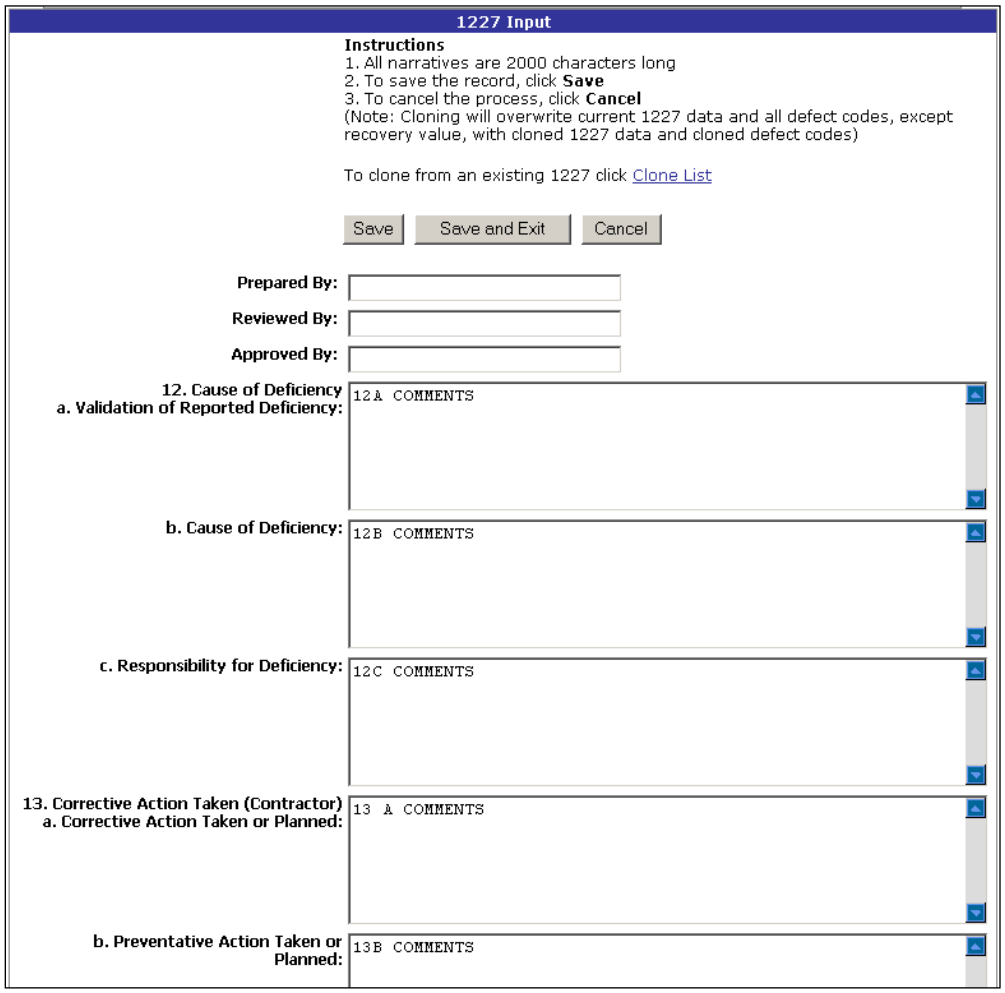

Figure 2.3
1. Click "Input 1227 Data" and the 1227 Input form will display (Figure 2.3).